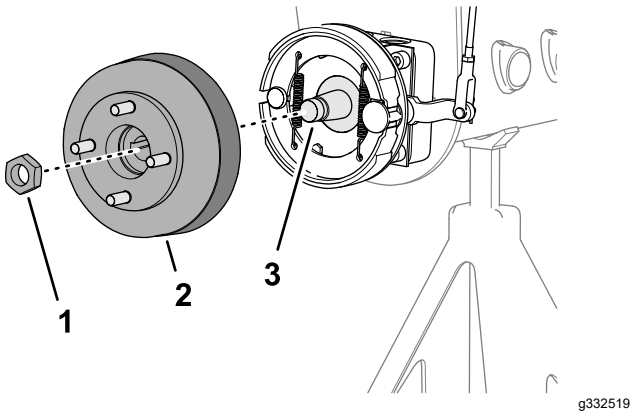
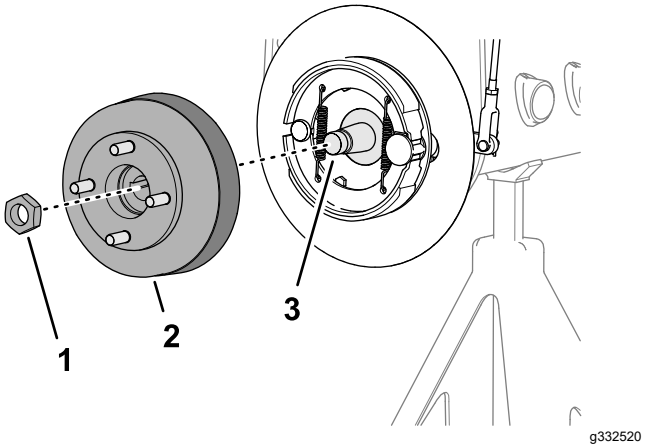

Figuur 86
Figuur 87
3. Monteer de wielnaaf en de remtrommel op de wielmotoras (Figuur 86 of Figuur 87).
4. Bevestig de wielnaaf aan de as met de borgmoer (Figuur 86 of Figuur 87) en draai met de hand aan.